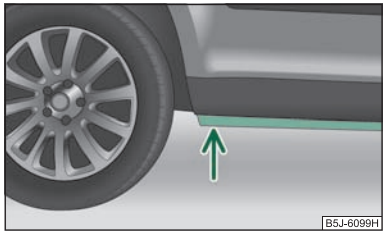

Fig. 136 Vadear
- Determinar la profundidad del agua antes de un vadeo. El agua puede alcanzar, como máximo, hasta el alma del larguero inferior del vehículo ⇒ fig. 136.